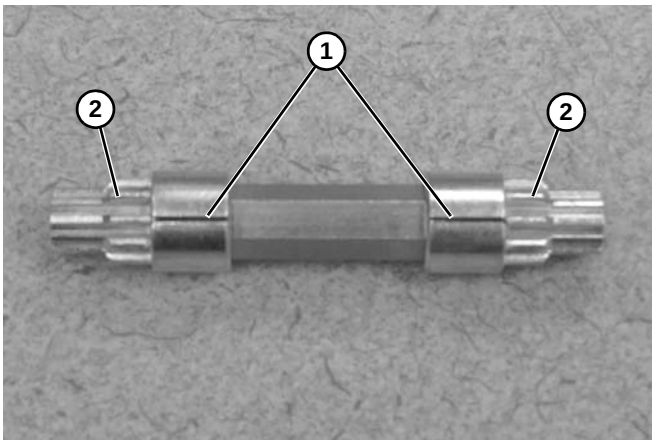

Abbildung 90
5. Beim Zusammenbau sicherstellen, dass die Linien **(Abbildung 90, Teil 1)** auf dem Zahnradseitengetriebe **(Abbildung 90, Teil 2)** ausgerichtet sind.